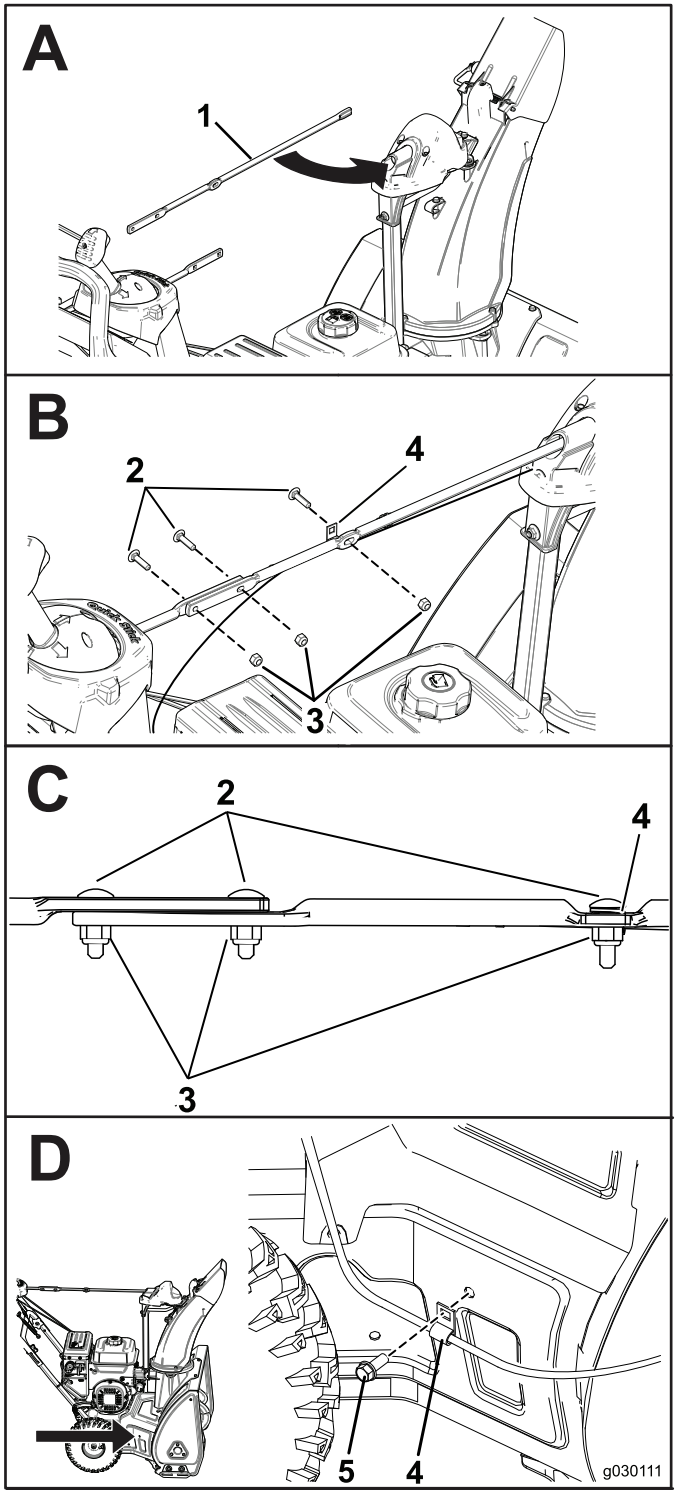

Rysunek 5
2. Zmontuj drążek sterujący tunelem wyrzutowym i zamocuj kable (Rysunek 5).